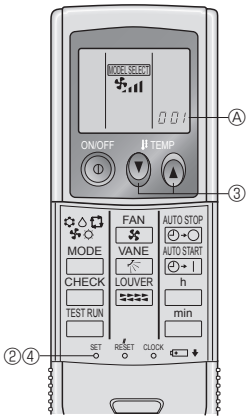

Fig. 6-3
2) Preparación inicial (Fig. 6-3)
① Introduzca las pilas.
② Pulse el botón SET con algún objeto puntiagudo.